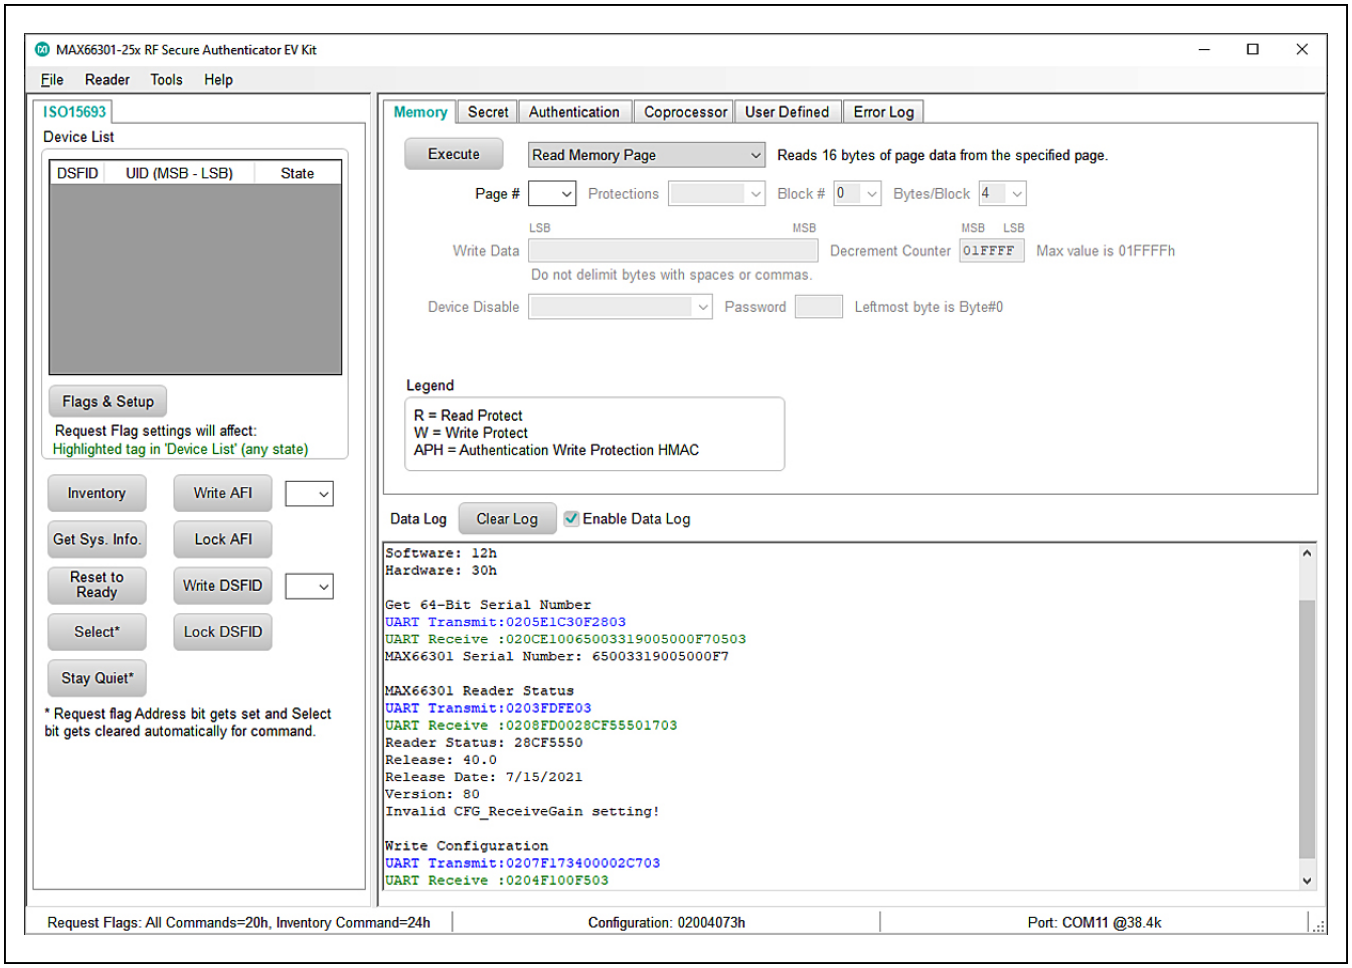

Figure 4. MAX66301-25x EV Kit GUI
8) The evaluation program GUI appears as shown in Figure 4.